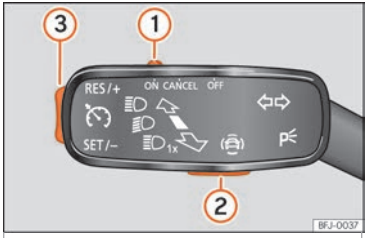

Abb. 175 Am Blinkerhebel: Tasten zur Bedienung des Geschwindigkeitsbegrenzers.
- Schieben Sie den Schalter ››› Abb. 175 ① auf die Position **ON** und drücken Sie die Taste ②.
- Drücken Sie während der Fahrt die Taste ››› Abb. 175 ③ im Bereich **SET/–**.
Die Geschwindigkeit kann mit der Taste ››› Abb. 175 ③ eingestellt werden:
- Schieben Sie den Schalter ››› Abb. 175 ① auf die Position **OFF**.
Wenn Sie den Geschwindigkeitsbegrenzer – beispielsweise zum Überholen – vorübergehend deaktivieren möchten, schieben Sie den Schalter ››› Abb. 175 ① auf die Position **CANCEL** oder drücken Sie die Taste ②.
Nach dem Überholmanöver kann der Geschwindigkeitsbegrenzer wieder mit der zuvor gespeicherten Geschwindigkeit aktiviert werden, indem die Taste ››› Abb. 175 ③ im Bereich **RES/+** gedrückt wird.